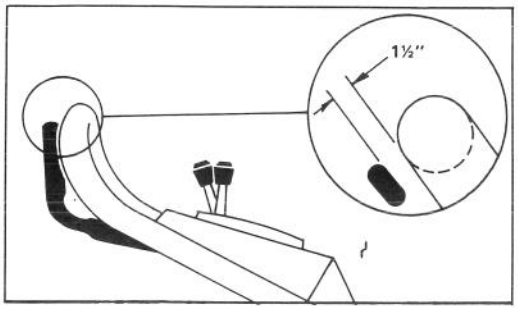

Bild 19
3. Antriebshebel anheben, bis leichter Widerstand spürbar ist. Der Antriebshebel sollte bei optimaler Justierung etwa 3,5 cm vom Griff entfernt sein (Bild 19).